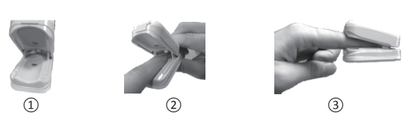

Figure 4: measurement
1) Open the clip of PULSE OXIMETER, See figure 4.①.
2) Place a finger (The preferred application is middle finger and index finger) on the silicone (Ensure the finger position is correct that the LED (irradiancy) window against finger prominence and the accepting window against finger lunula), see figure 4.②, and then clip the finger, see figure 4.③.
● The finger should be placed properly (see figure 4 of this manual), or else it may cause inaccurate measurement.